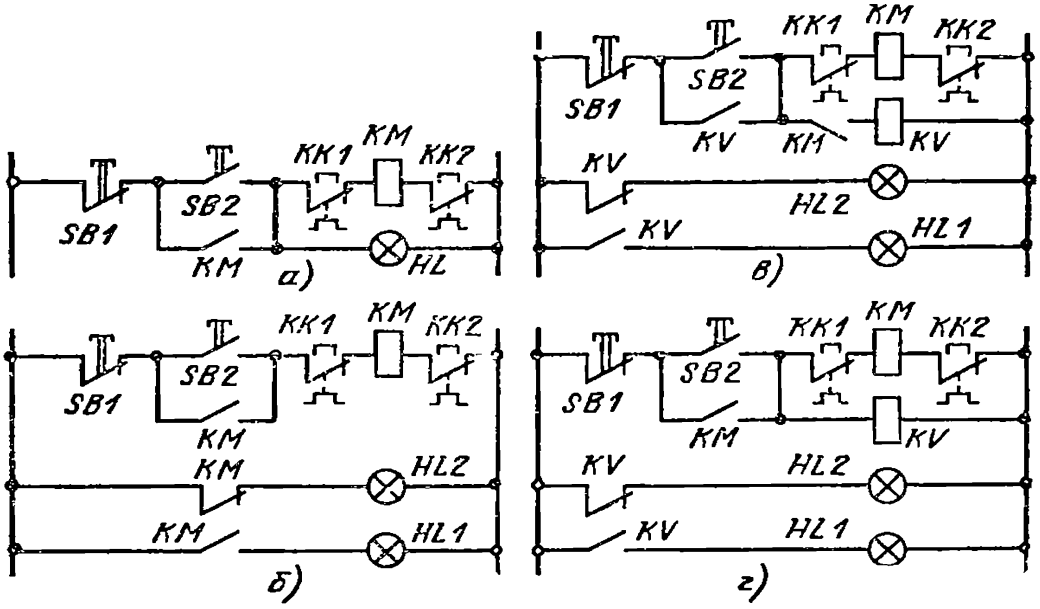

Рис. 6.6. Примеры построения простейших схем сигнализации, совмещенных со схемами управления
6.3. В каких случаях в схеме на рис. 6.6 пускатель отключается и что нужно сделать, чтобы его включить вновь?
6.4. Оцените, какая из схем на рис. 6.6, *в* и *г* лучше.